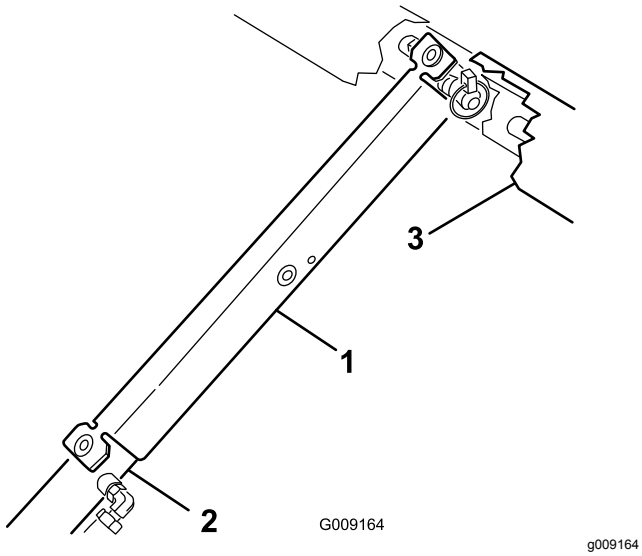

Figuur 43
8. Druk de laadbakbeveiliging op de cilinderstang, waarbij u ervoor moet zorgen dat de beide uiteinden van de laadbakbeveiliging rusten op het uiteinde van de cilinderbus en het uiteinde van de cilinderstang (Figuur 43).